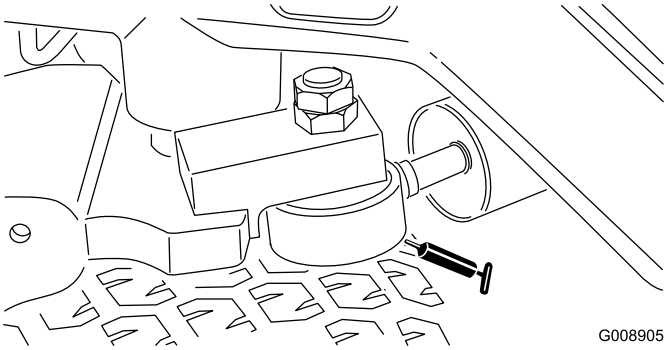

**Figur 41**
**Obs:** Ytterligare en smörjnippel kan monteras i styrcylinderns andra ände, om så önskas. Ta av däcket, montera nippeln, smörj nippeln, ta loss nippeln och fäst pluggen (Figur 41).